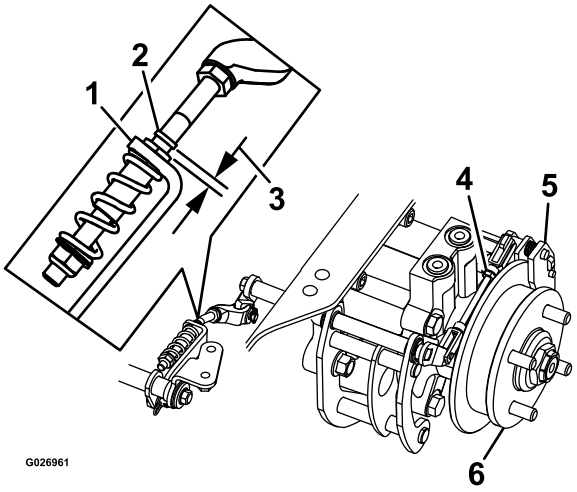

Figur 79
8. Sjekk for å se om det finnes synlig avstand mellom L-braketten og koblingsstoppet (Figur 79).